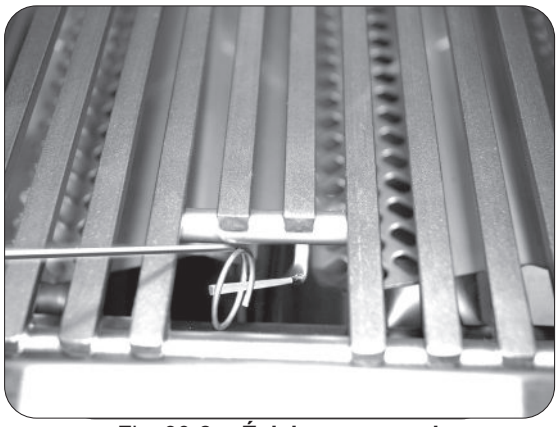

Fig. 30-2 **- Éclairage manuel**
2. Insérez un allumeur brûlant de butane de long-baril, une allumette brûlante de long-tige, ou une allumette brûlante tenue par un support de prolongation de fil par la grille à cuire s'ouvrant au dessus du brûleur (fig. 30-2).
4. Si le brûleur ne se allume pas dans les cinq (5) secondes de tourner le bouton de commande, enfoncez immédiatement le bouton et tournez la valve à AU LOIN. ATTENDEZ CINQ (5) MINUTES avant de répéter les étapes 2 à 4 des instructions manuelles d'éclairage.